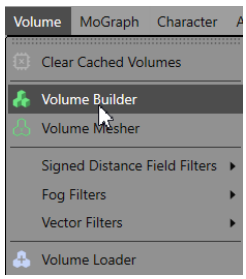

Figure 3-144 *Choosing* ***Volume Builder*** *from the* ***Volume*** *menu*
5. Choose **Volume > Volume Builder** from the main menu, as shown in Figure 3-144; *Volume Builder* is added to the Object Manager.